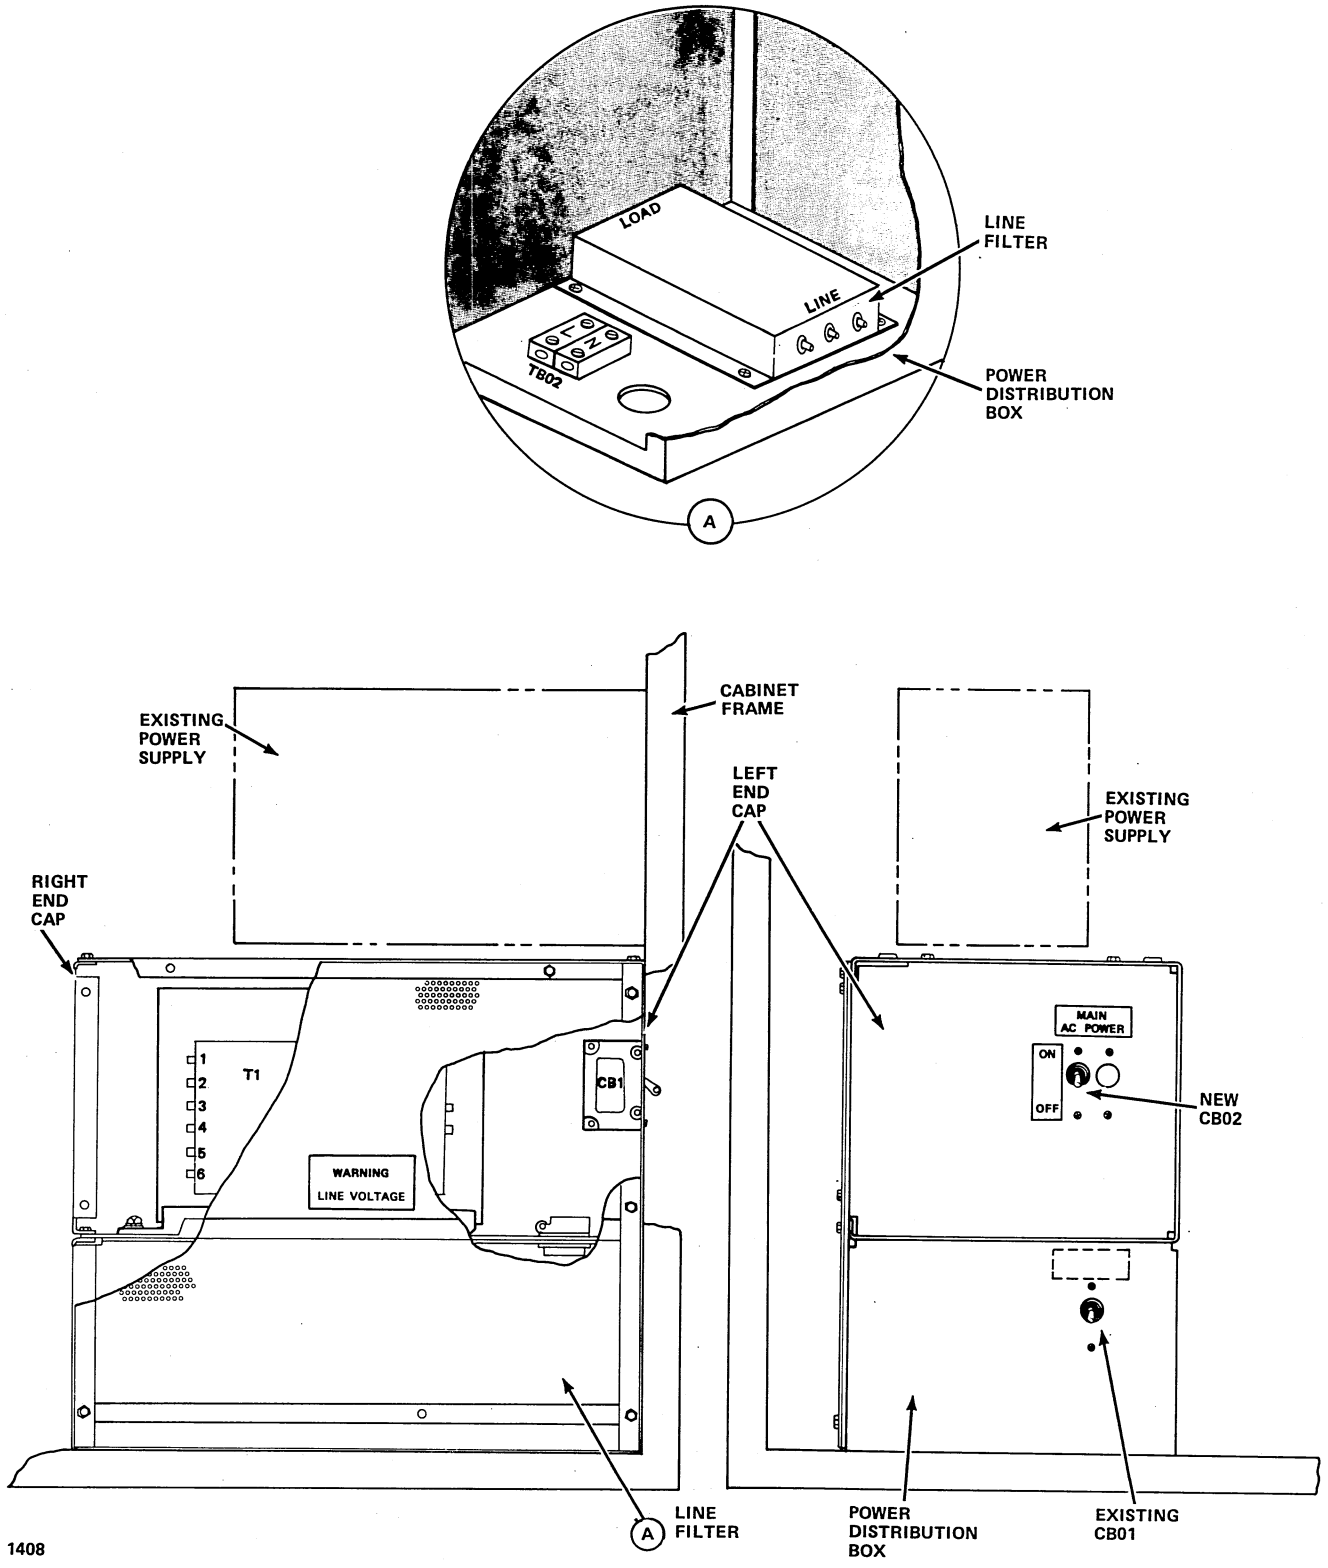

Figure 27-2. Processor Power Conversion Transformer Installation
6. While referring to figure 27-2, locate the existing line filter (part number 96755778) in the power distribution box. Mark and disconnect the load and line fast-on connectors from the filter. Remove the filter. It may be necessary to remove the power distribution box breaker (CB01) to enable removal of the filter.
11. Position the transformer (part number 96751135) inside the channel cover as shown in figure 27-2. Secure the transformer using four each of the following: 10/32 pan-head Phillips screws, spring lock washers, and no. 10 plain washers (part numbers 10127142, 10125805, and 10125607, respectively).
18. Secure the circuit breaker (part number 39468815) to the inside of the left end cap (part number 96752568) with four each of the following: 6/32 pan-head Phillips screws, no. 6 flat washers, and spring lock washers (part numbers 10127112, 38829401, and 10125803, respectively). Refer to figure 27-2 to identify the correct cutout for the circuit breaker.
24. Attach the warning plate (part number 24547539) to the bottom of the channel cover in front of the transformer as shown in figure 27-2.
26. Attach the warning plate (part number 24547502), main ac power label (part number 39472205), and on/off label (part number 39472206) to the power distribution box/transformer housing cover. Remove the main ac power label from CB01 on the power distribution box. Refer to figure 27-2.